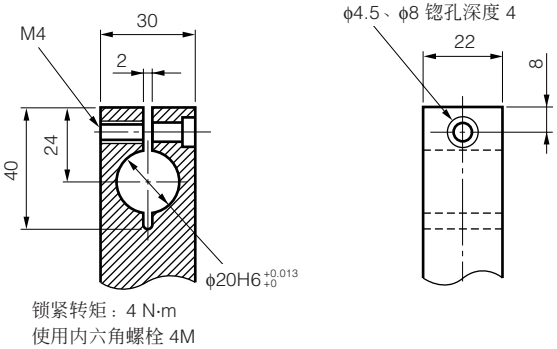

**图 2. 安装固定器的结构尺寸 (供参考)**
- **使用固定器将本装置安装到机械装置上时，请准备图 2 所示尺寸的固定器，以规定转矩 4N·m 将其锁紧并固定。**